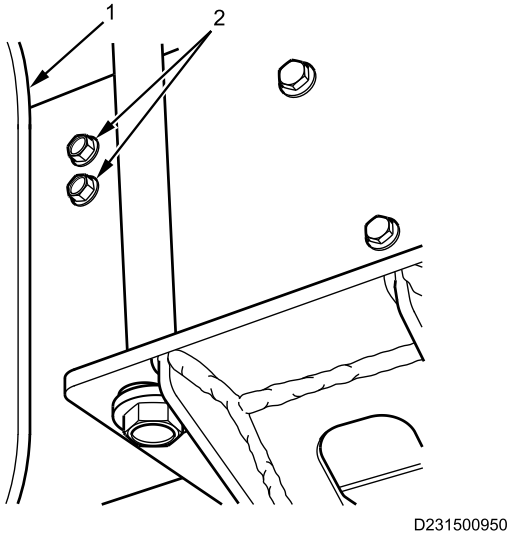

Figure 4. Left Harness Support Bracket Frame Brace Bolts.
7. On outer frame rail behind fuel tank (Figure 4, Item 1), have assistant hold left harness support bracket frame brace bolts (Figure 4, Item 2) to prevent rotation.